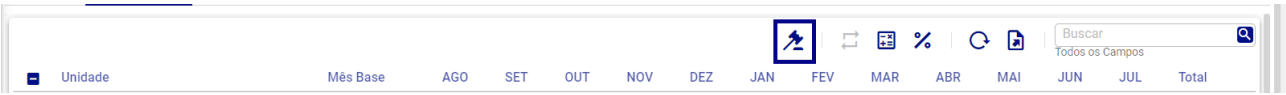

Figura 210: Concluir
- **Concluir (Figura 210):** Permite concluir o orçamento de um item diretamente da tela de cálculo, sem a necessidade de acessar a tela de **"Conclusão"**. Uma vez concluído, os campos são bloqueados para edição.